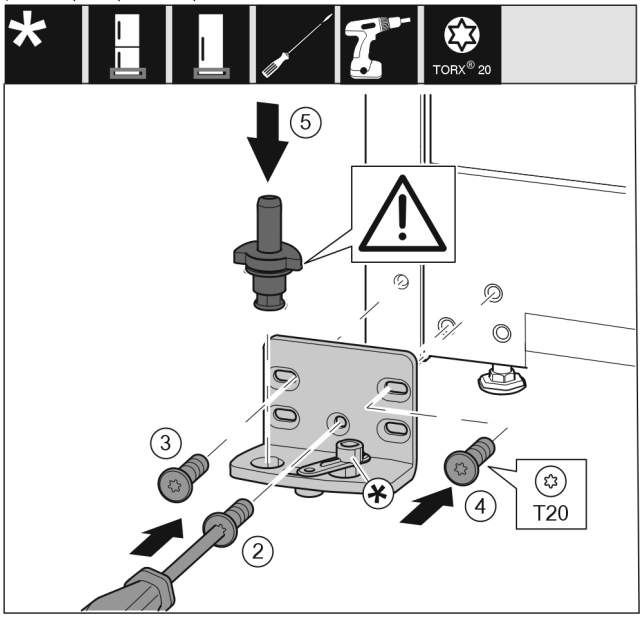

Fig. 16
▶ Aplicați suportul de lagăr pe partea opusă și înșurubați-l cu ajutorul unei șurubelnițe. Începeți cu șurubul *Fig. 16 (2)* de jos din centru.
▶ Înșurubați ferm șurubul *Fig. 16 (3)* și șurubul *Fig. 16 (4)*.
▶ Introduceți complet bolțul de lagăr *Fig. 16 (5)*. Aveți grijă aici ca respectiva camă de fixare să fie îndreptată către înapoi.